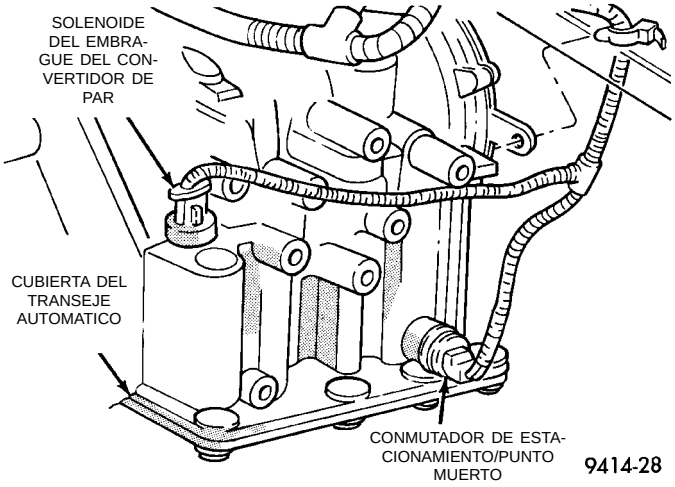

Fig. 48 Conmutador de estacionamiento/punto muerto y solenoide del embrague del convertidor de par
(21) En los vehículos con transeje automático, verifique las conexiones eléctricas del conmutador de estacionamiento/punto muerto y el solenoide del embrague del convertidor de par (Fig. 48).